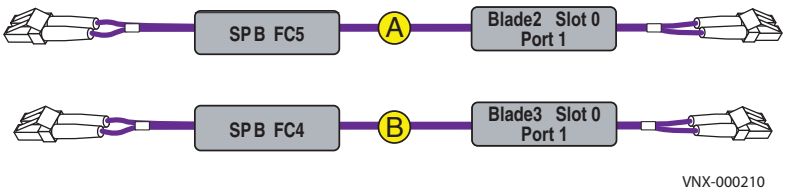

**Figure 21** SP B Fibre Channel cables
1. Locate the Fibre Channel cables as shown in Figure 21.